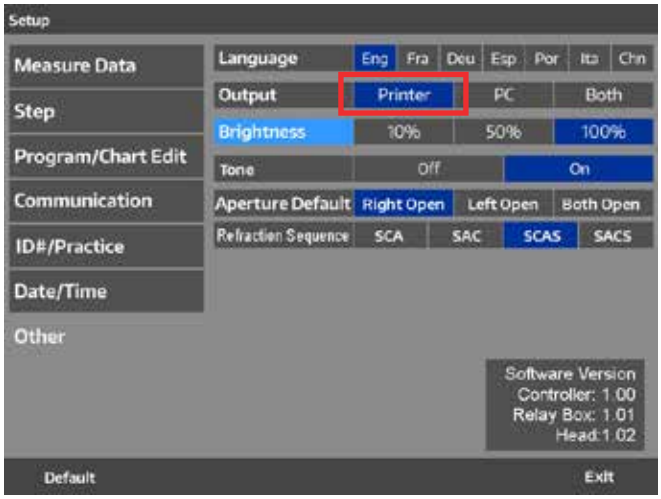

Figure IU-31 Paramètres de l’imprimante
1. Pour activer l’imprimante intégrée, sélectionner **IMPRIMANTE** dans la section **CONFIGURATION AUTRE**. Se reporter à la Figure IU-31.